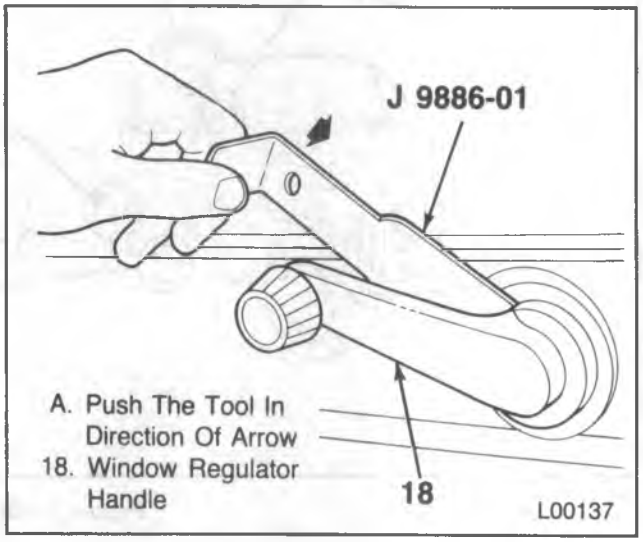
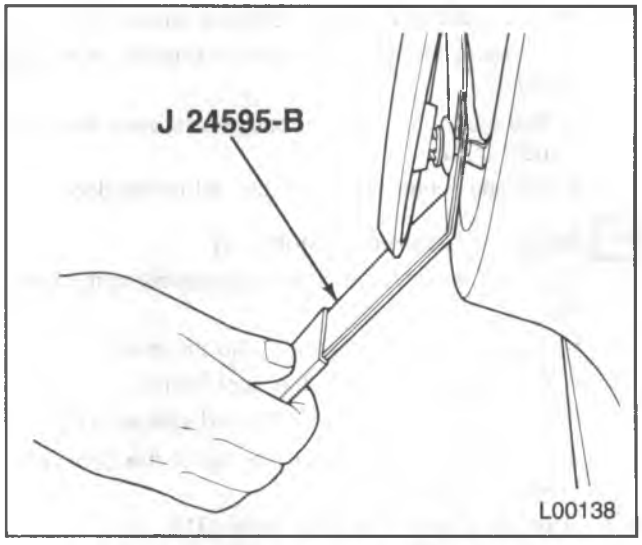

Figure 6—Handle Clip Remover
Figure 9—Door Trim Pad Clip Remover
Remove or Disconnect (Figures 6 through 9)
1. Window regulator handle using J 9886-01 (figures 6 and 7).
3. Arm rest to arm rest bracket screws (77).
6. Strap assembly screws (24) (if equipped).
8. Door trim panel to door screws (22).
9. Door trim panel to door retainers using J 24595-B (figure 9).